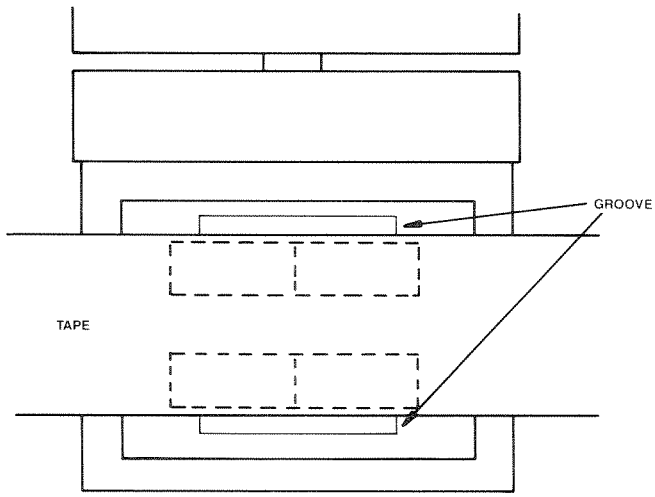
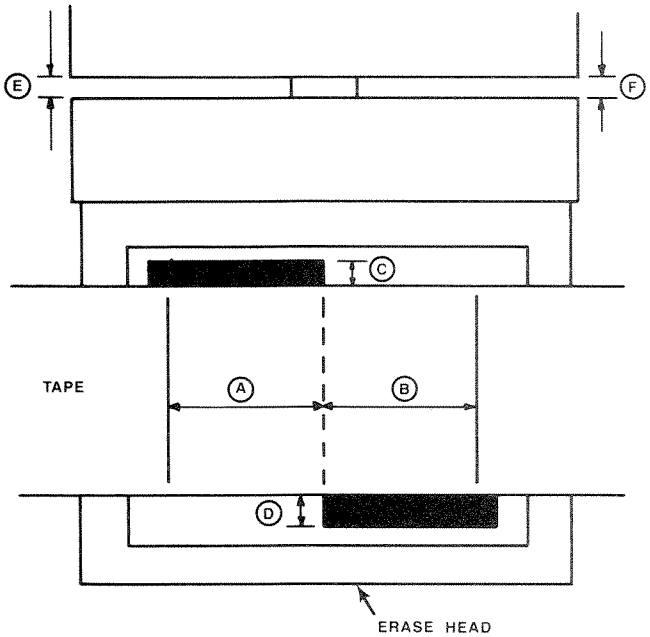

Figure 6-10. Repro or Sync Head Heights
Figure 6-11. Erase Head Adjustments
STEP 27 Press **PLAY** and observe the head height. The tape must ride between the two grooves machined in the repro or sync head (see Figure 6-10, Repro or Sync Head Height) or equalize the distance Ⓒ and Ⓓ on the erase head (see Figure 6-11, Erase Head Adjustment). If it is not, repeat this procedure until both adjustment specifications have been satisfied.
Observe the tape movement across the heads. The tape should be centered between the two grooves which are machined into the surface of the head when checking the repro or sync head (see Figure 6-10). When adjusting the erase head make sure that the distance Ⓒ is equal to the distance Ⓓ in Figure 6-11. If adjustments are necessary refer to this procedure.